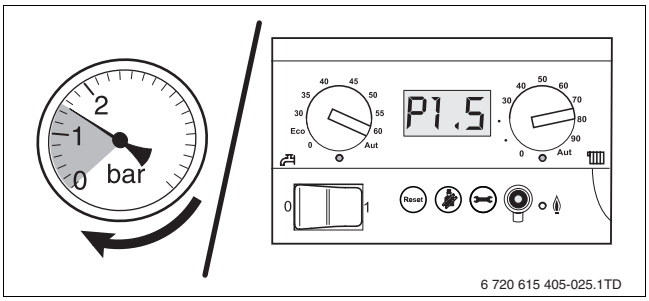

Fig. 10 Indicación de la presión analógica/digital
- Abrir el grifo de llenado y llenar la instalación de calefacción hasta 1,5 bar. Para ello, observe la indicación de presión (→ fig. 10) para el circuito de calefacción.